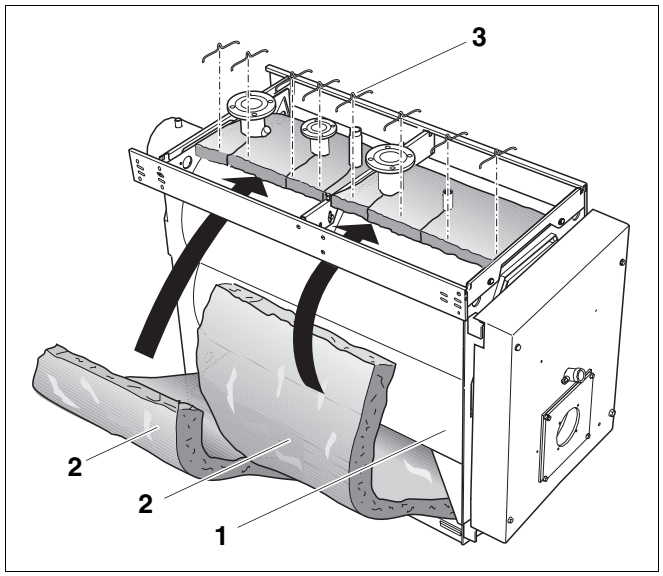

Fig. 22 Montaggio dell'isolamento termico del blocco caldaia
Nella Logano S735 l'isolamento termico del blocco caldaia è costituito da 2 pezzi sul mantello del blocco caldaia (fig. 22) e sulla parete posteriore.
- Inserire l'isolamento termico del blocco caldaia (fig. 22, **pos. 2**) sotto il mantello del blocco caldaia (fig. 22, **pos. 1**) ed avvolgerlo intorno al mantello del blocco caldaia (fig. 22, **pos. 1**).
- Nell'area della lamiera di rinforzo eseguire intagli nell'isolamento termico del blocco caldaia (fig. 22, **pos. 2**).
- Assicurare l'isolamento termico del blocco caldaia (fig. 22, **pos. 2**) con le graffe (fig. 22, **pos. 3**).